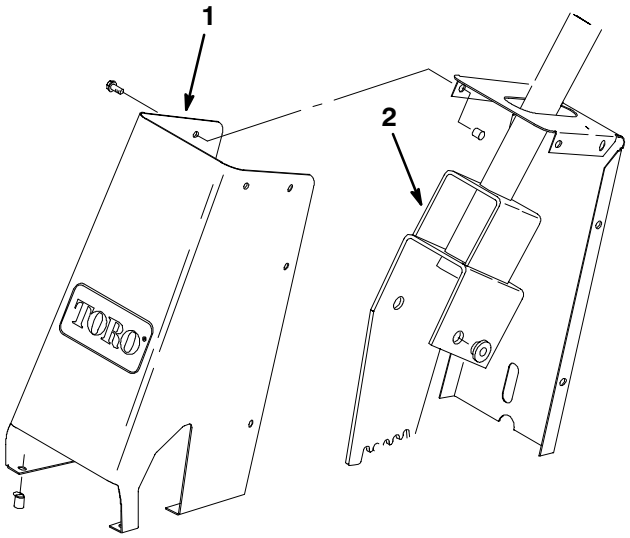

Figure 1
1. Remove steering tower housing (Fig. 1).
2. Locate and drill a 17/64” (6.7 mm) hole in right-hand side of steering column (Figs. 1 and 2).